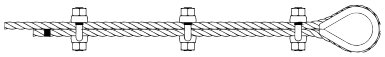

Figura 3
3. Cuando se requieran tres o más grapas, coloque las grapas adicionales espaciadas a la misma distancia entre las dos primeras –tense el cable flojo– y apriete uniformemente las tuercas en cada perno en U con torquímetro, alternando de una tuerca a la otra hasta lograr el valor de torque recomendado. (Ver Figura 3).